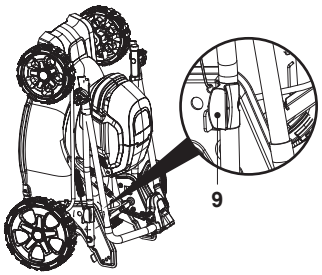

Rys. 27
9. Na czas przechowywania ustawić kosiarkę płasko lub pionowo (rys. 27).